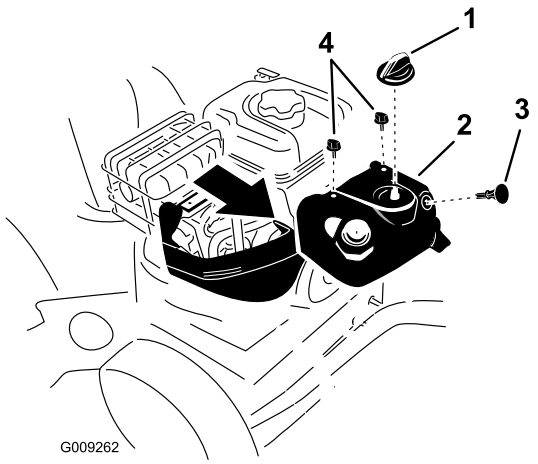

Figur 43
Bemærk: For at få adgang til tændrøret skal du først fjerne den øverste snehjelm (Figur 43).
1. Fjern chokerhåndtaget og tændingsnøglen (Figur 43).
2. Fjern de to skruer, der fastgør den øverste snehjelm på sneslyngen (Figur 43).